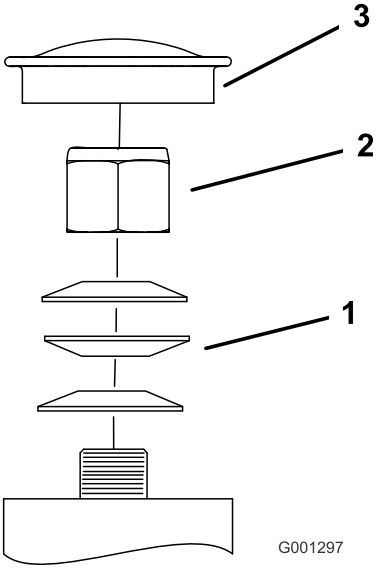

Figur 59
3. Ta av dammkåpan och dra åt låsmuttern (Figur 59).
4. Dra åt låsmuttern tills fjäderbrickorna är plana och släpp sedan efter 1/4 varv för att få rätt förbelastning på lagren (Figur 59).
Viktigt: Kontrollera att fjäderbrickorna har monterats korrekt enligt Figur 59.
5. Montera dammkåpan (Figur 59).